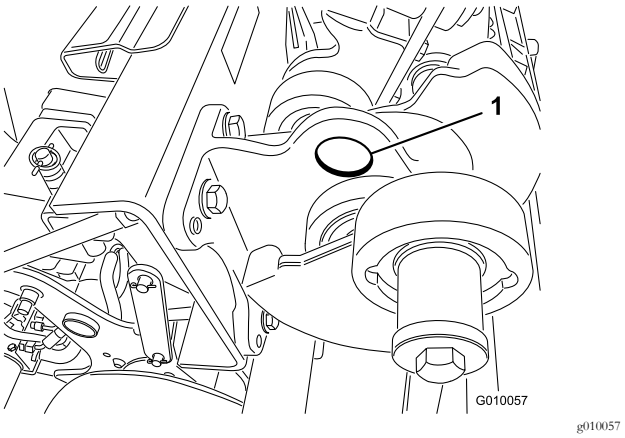

**Figur 42**
**Merk:** Hvis det er tilgjengelig, kan en vinsj brukes til å løfte bakdelen av maskinen. Bruk maljene i luftehodets lagerhus som festepunkter til vinsjen (Figur 42).